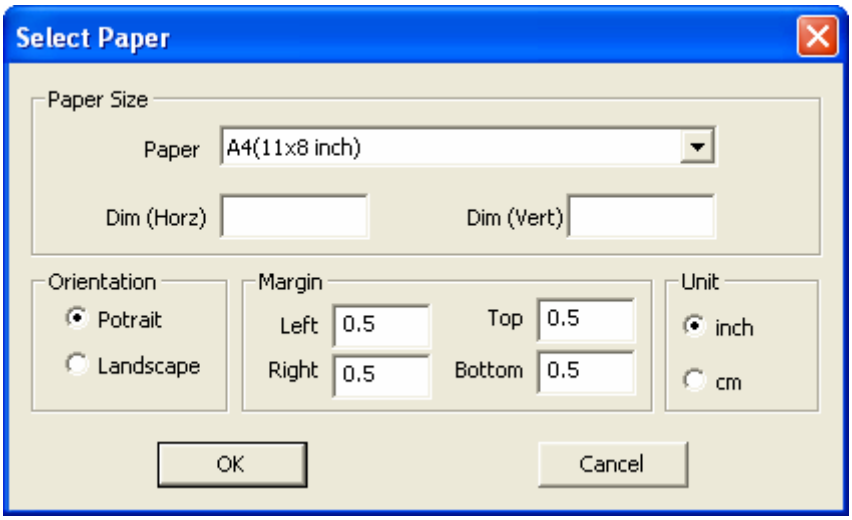

Figure 46 : Setup paper size
1. Click **Paper** button. A dialog appears. (Figure 46)